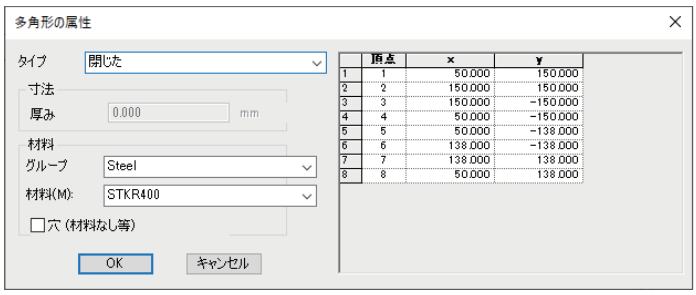

図5　多角形の属性
g) 作成した断面をダブルクリックし、「材料」=STKR400、各節点の座標を整理して「OK」をクリックします（図5）。